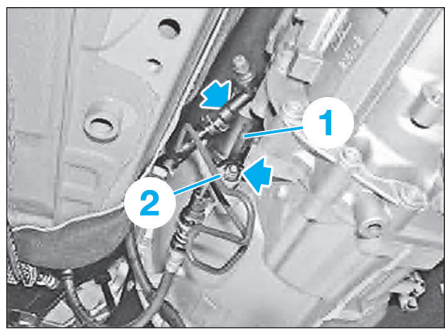

Fig. 22
• Déposer les écrous (flèches) et retirer le cylindre récepteur d'embrayage (1) avec le support (2) **(Fig.22)**.